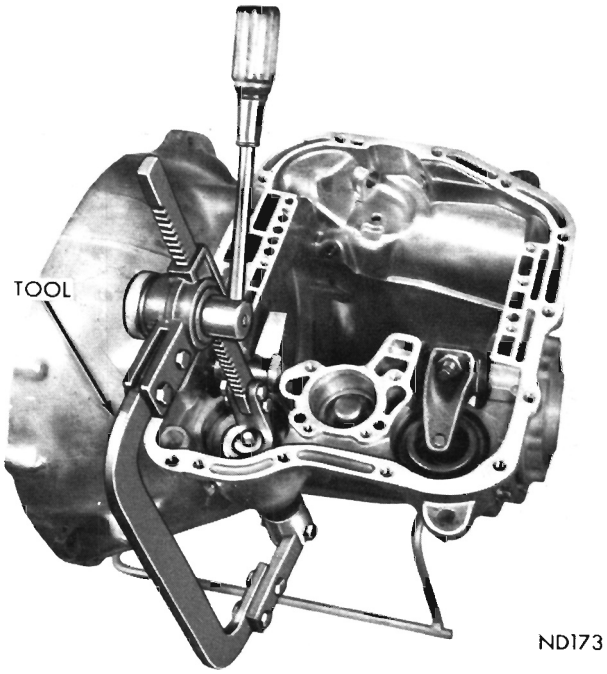

Fig. 48—Compressing Kickdown Servo Spring
(1) Compress kickdown servo spring by using engine valve spring compressor, Tool C-3422, then remove snap ring (Fig. 48).
(2) Remove rod guide, springs and piston rod from the case. Be careful not to damage piston rod or guide during removal.
(3) Insert Tool C-484 inside piston and withdraw piston from the transmission case.